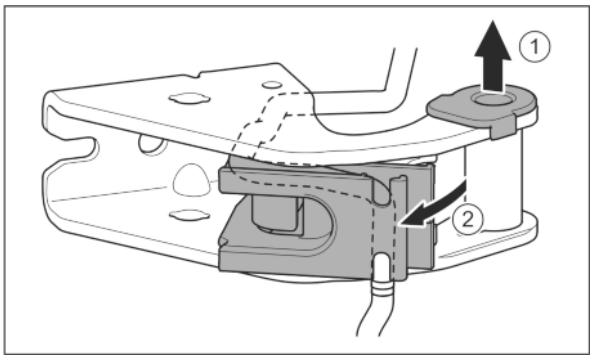

Fig. 27
- ▶ Lagerbuchse aus Führung ziehen. *Fig. 27 (1)*
- ▶ Kabelhalterung ausschwenken. *Fig. 27 (2)*